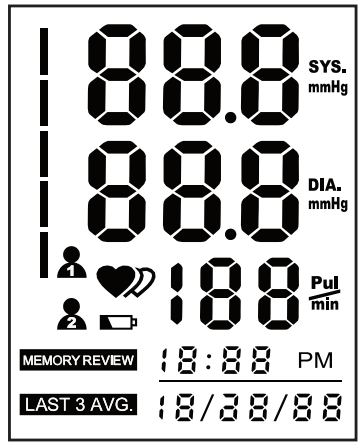

Fig. 2
2. Oprima y libere el botón **START STOP** (inicio/alto). La unidad hará una auto-prueba, Fig. 2.